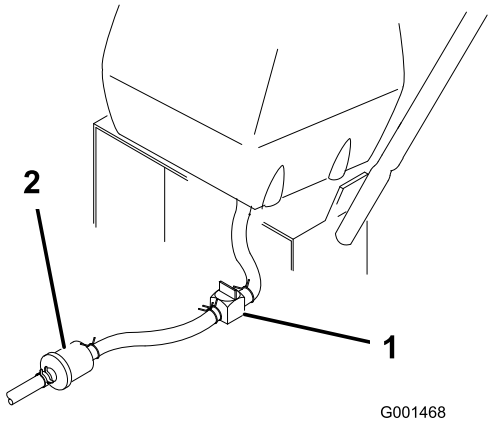

Figura 34
2. Cierre la válvula de cierre de combustible del depósito de combustible (Figura 34).
3. Apriete los extremos de la abrazadera y deslícela por el tubo alejándola del filtro (Figura 34).
4. Retire el tubo de combustible del filtro (Figura 34). Abra la válvula de cierre del combustible y deje que la gasolina se drene en un recipiente.
3. Cierre la válvula de cierre de combustible del depósito de combustible (Figura 34).
7. Abra la válvula de cierre de combustible del depósito de combustible (Figura 34).